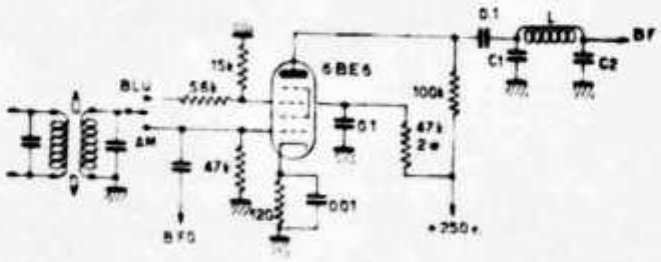

Figure 27
Détecteur de produit ou AM, tube 6BE6 : On peut combiner un détecteur de produit (BLU ou CW) et un détecteur d'amplitude (AM), avec le tube 6BE6. Schéma figure 27.